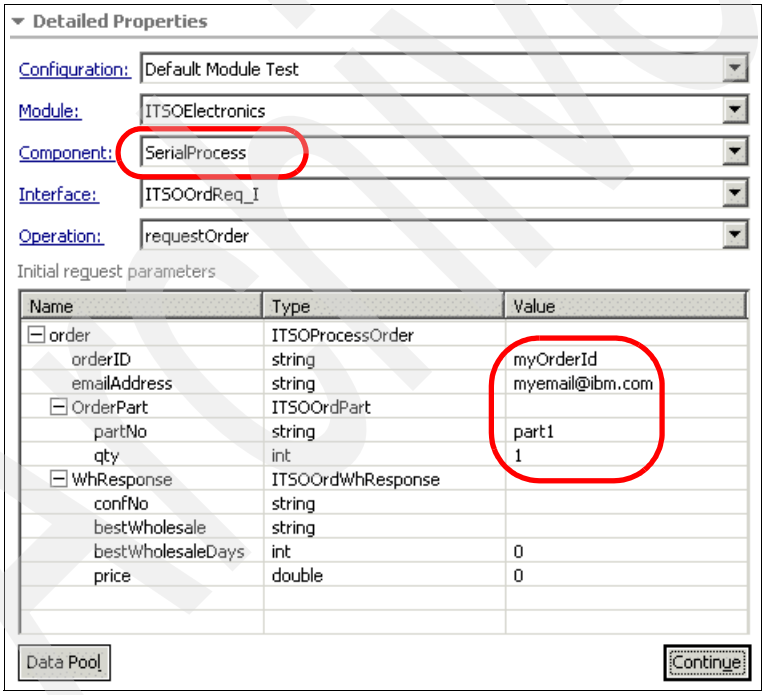

Figure 10-95 Parameters for invocation of the business process
b. Under Detailed Properties, specify the following details as shown in Figure 10-95:
ii. Under Initial request, enter the values into the parameters as shown in Figure 10-95. The important parameters are the partNo (which we set to `part1`) and qty (which we set to `1`), which determine the behavior of the business process. This test should cause WholesalerA to be selected as the preferred wholesaler.